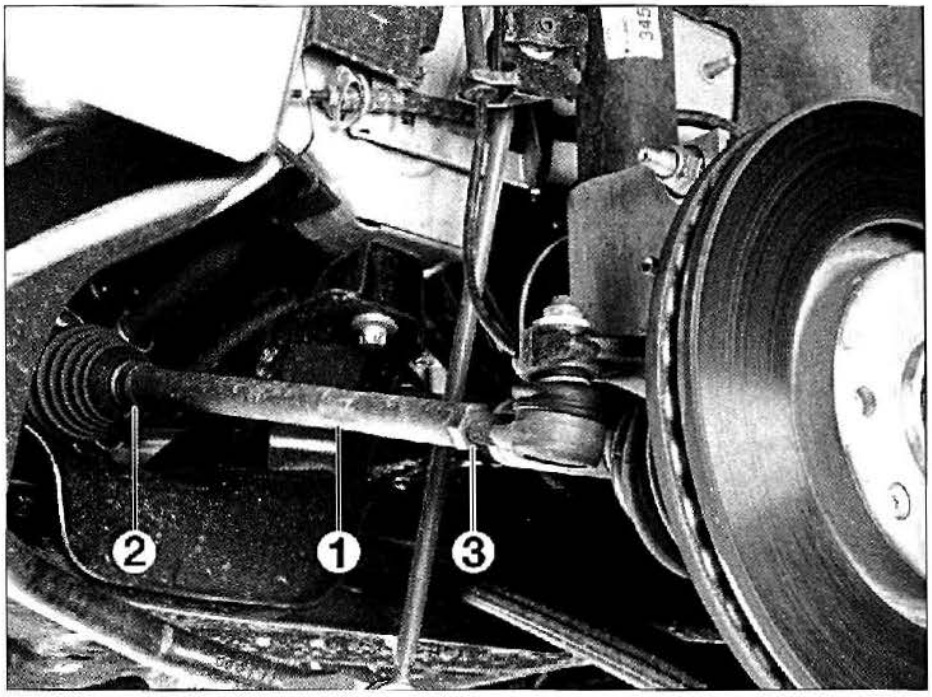

FIG. 5
El paralelismo se ajusta por el alargamiento o el acortamiento de la longitud de las bieletas de dirección (1), girándolas desde su huella hexagonal después de haber aflojado la abrazadera (2) y la contratuerca (3) **(fig. 5)**.